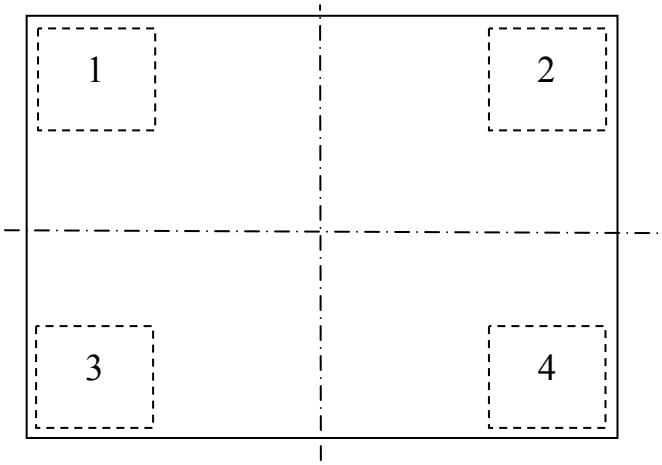

Рис. 11.1 - Места приложения нагрузки при юстировке углов модуля 4D_
7.2.1.3 Разделить визуально платформу модуля на квадранты (см. Рис. 11.1).
7.2.1.4 Установить гири в угол (см. Рис. 11.1).